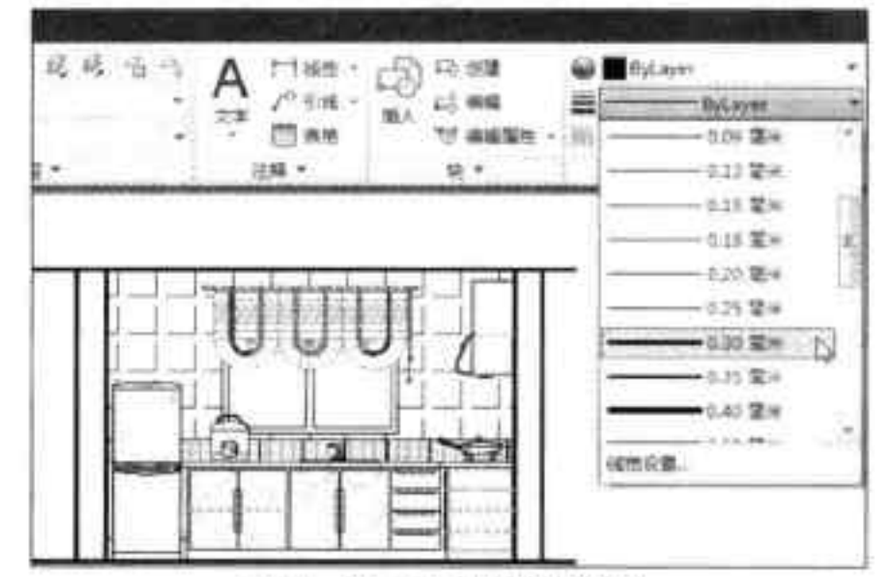

图4-45 完成线宽设置
Step 02 执行“默认>特性>线宽”命令，在下拉菜单中选择合适的线宽值，这里选择0.30mm，即可完成线宽设置，如图4-45所示。